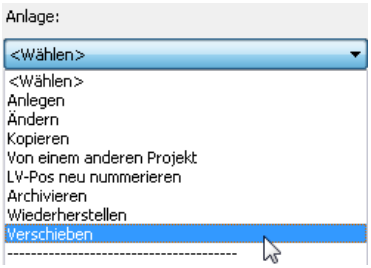

Bild 18.62 – Die Funktion *Verschieben* steht nur für ISPs, Gewerke und Anlagen zur Verfügung
- Wählen Sie dann in *Kellerzentrale, Lüftung* die Anlage *Serverraum* und aus dem Listenfeld der Anlagen den Punkt *Verschieben* (Abb. 18.62).